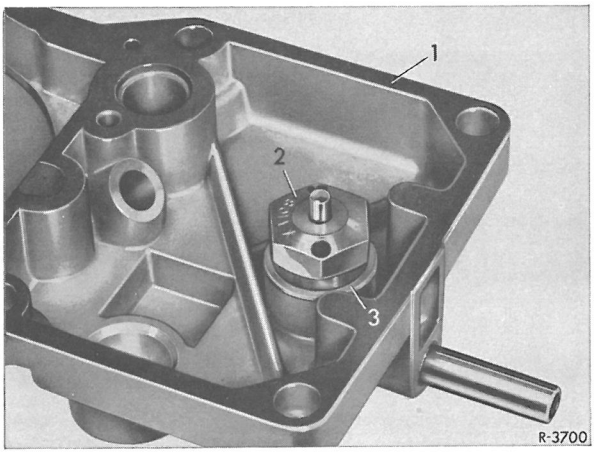

Fig. 00-12/1
Svømmeren er rigtig indstillet, den foreskrevne pakring (3) er monteret under svømmernåleventilen (2). (Fig.00-12/1).